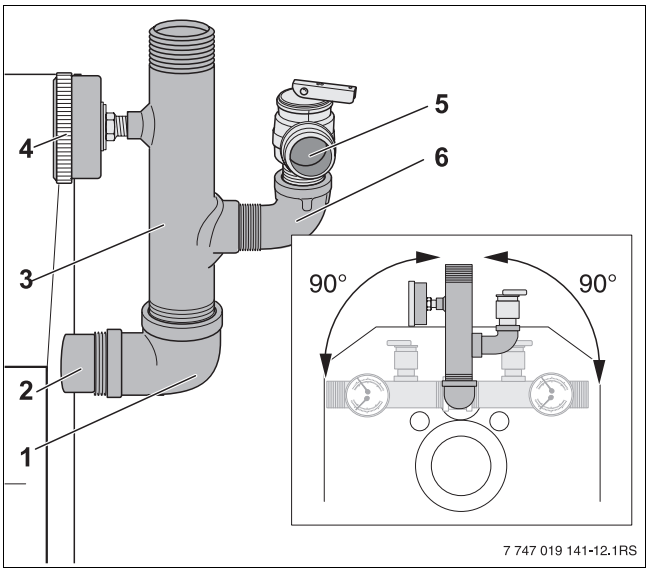

Fig. 14 Installing B-Kit
- Fit and seal manifold to 90° elbow. The manifold can face in different directions (→ Fig. 14).
- Seal pressure relief valve connection (→ Fig. 14 "Installing B-Kit", page 20) and all other open connection with blind plugs.
- Installing pressure relief valve (→ Fig. 14 "Installing B-Kit", page 20)